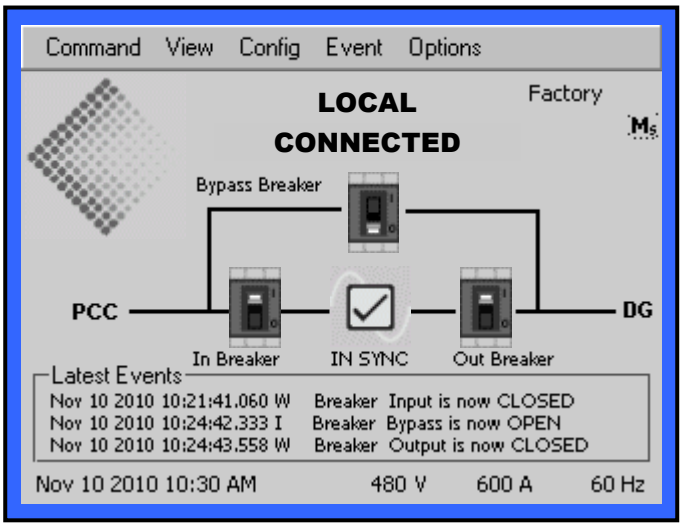

Figure 4.2-1: Initial GUI Screen
When the system is powered up, the initial GUI (LCD) screen displays a general overview of the operation of the unit as shown below in Figure 4.2-1. Note the status icon, which appears between the "In Breaker" and "Out Breaker". Table 4.2-1 below shows the possible status icons and messages that may appear on this screen.
Also note below in Figure 4.2-1 that the circuit breaker icons show the present state of the breakers. Table 4.2-2 below shows the icons representing the two possible states for the circuit breakers.
As can be seen above in Figure 4.2-1, there are five (5) “high” level menus items on the menu bar, which are grouped by functions, as follows.
The 'Hostname' can also be set in this window. The 'Hostname' appears near the upper right-hand corner of the initial GUI screen as can be seen in Figure 4.2-1 above. This parameter can be set even if the unit is not on an Ethernet network.